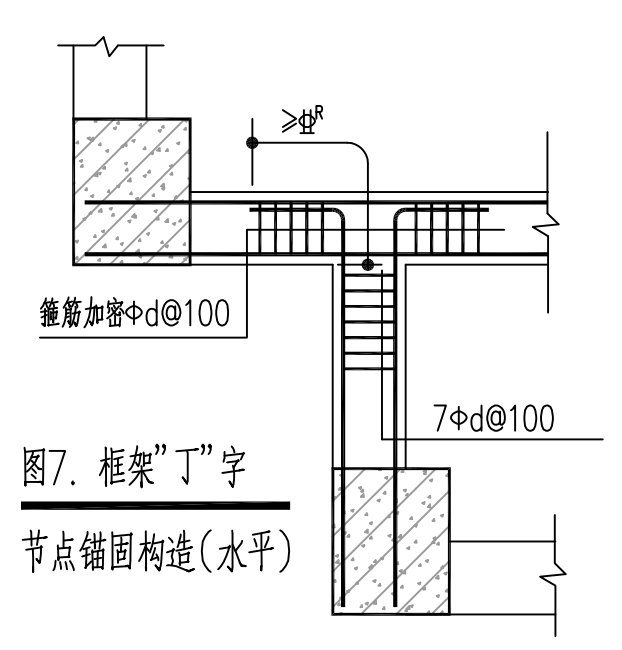

图7. 框架"丁"字
5.1.8 楼层及屋面框架梁KL、WKL中间支座纵向钢筋构造详 16G101-1第84页。 框架"丁"字节点锚固做法详图7。